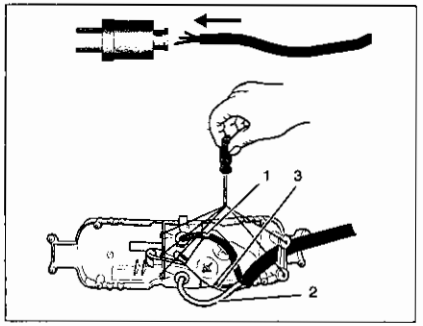

afb. 14 Netstekker monteren
- Monteer de netstekker op de netkabel (afb. 14).